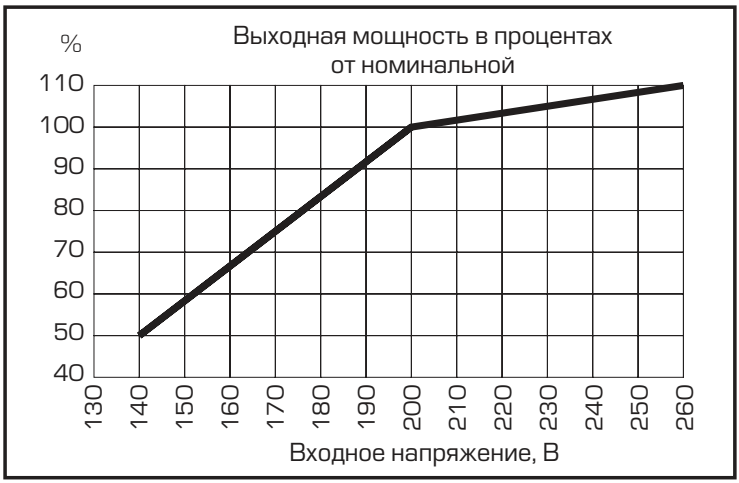

рис.1
*Расчет мощности произведен для работы стабилизатора при входном напряжении от 200 В. Если напряжение ниже 200 В, необходимо учитывать поправку согласно рис.1.